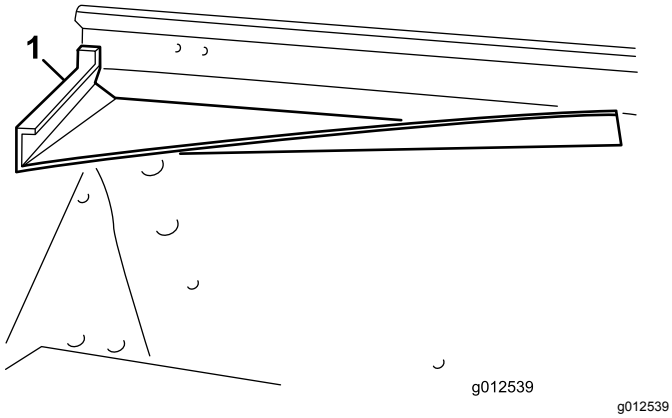
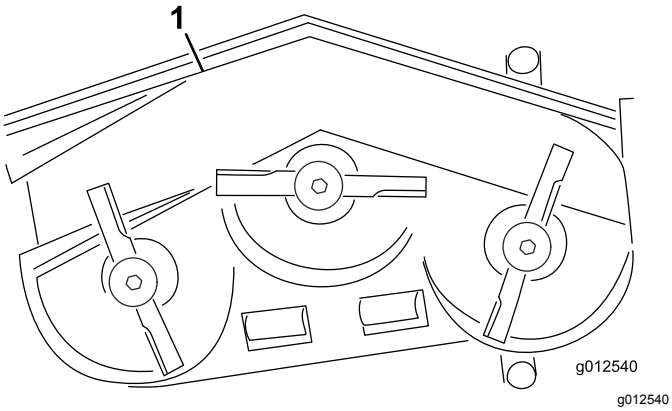
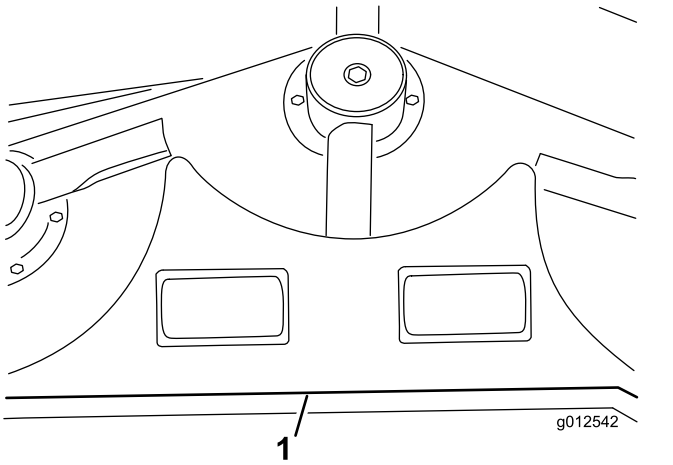
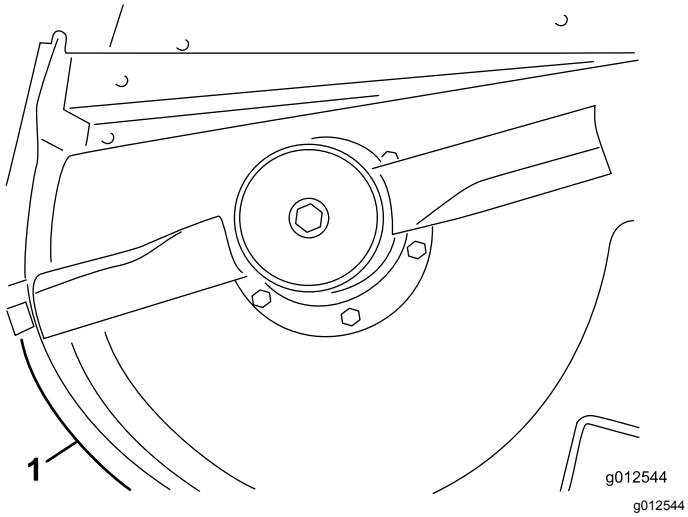

Figure 11
Figure 12
Figure 14
Figure 16
1. Insérez le déflecteur avant dans le plateau en alignant l'extrémité sur le bord de l'ouverture d'éjection (Figure 11 et Figure 12).
8. Utilisez les trous existants pour fixer le rebord arrière sur le plateau au moyen de 4 boulons (⅜"-16 x 1") et 4 rondelles-freins (⅜") (Figure 14).
9. Alignez le rebord gauche sur l'extrémité gauche du rebord arrière et le bord du plateau (Figure 12 et Figure 14).
11. Alignez le rebord droit sur l'extrémité droite du rebord arrière et le bord du plateau (Figure 12 et Figure 16). En vous servant du rebord gauche comme gabarit, repérez et percez 3 trous (9/32" de diamètre) dans le plateau.